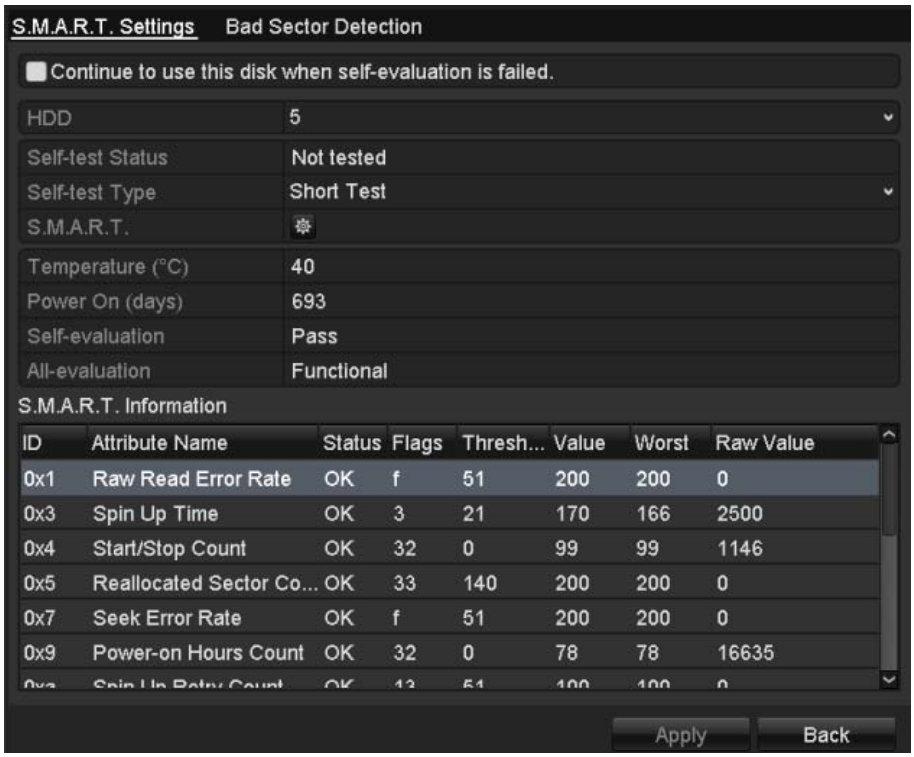

Figure 12. 22 S.M.A.R.T Settings Interface
2. Select the HDD to view its S.M.A.R.T information list, as shown in Figure 12. 22.